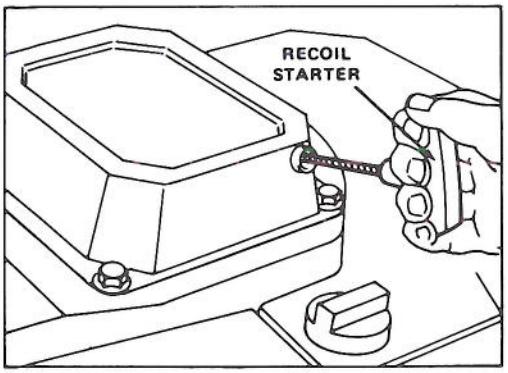

Figure 9
3. FINGERTIP STARTING – Move throttle to CHOKE. Pull engine mounted fingertip starter (Fig. 9) out until positive engagement results; then pull vigorously to start the engine. Regulate throttle as desired when engine starts.